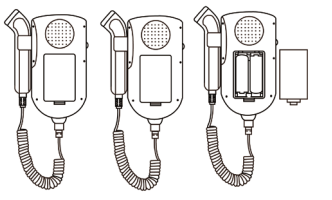

Fig. 4-2 Substituir as Pilhas
①O painel traseiro está virado para cima. Primeiro abra o compartimento das pilhas e, em seguida, retire as pilhas do compartimento **(veja a Fig. 4-2)**.
②Coloque duas pilhas tamanho AA no compartimento das pilhas (quanto à direção das pilhas, consulte as instruções dentro do compartimento das pilhas) e, por fim, feche o compartimento das pilhas.